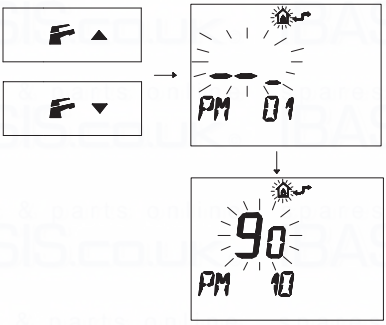

Fig. 7.42
- Press buttons ▼ or ▲ to display the "**PM10**" program for selecting the ignition frequency (Fig. 7.42).
In Fig. 7.42 a SET programmed at **90** is displayed corresponding to a re-ignition time of about 3 minutes.